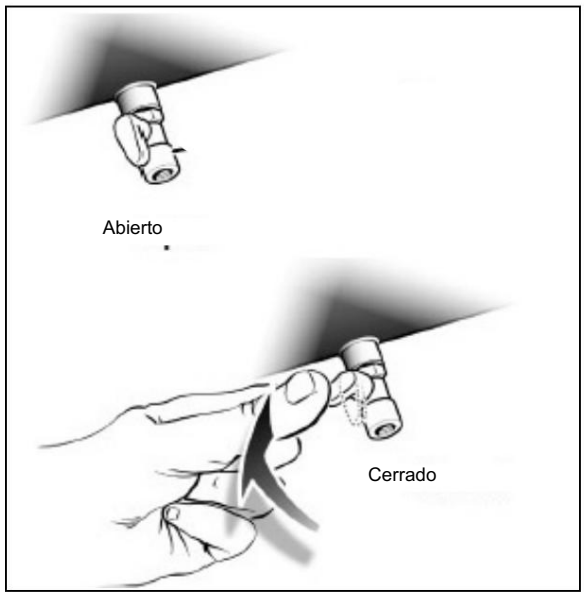

Fig. 8: Válvula de drenaje de condensado
Paso 3: Coloque un recipiente colector debajo de la válvula de drenaje de condensado. Abra la válvula de drenaje de condensado (elemento 4, Fig. 4 y Fig. 8) en la parte inferior del recipiente a presión para drenar el recipiente a presión.